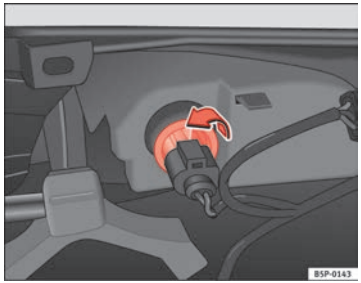

Fig. 194 Lamp on interior side of bumper
– Rotate the bulb holder to the left, and remove it in the direction of the arrow ⇒ fig. 194.